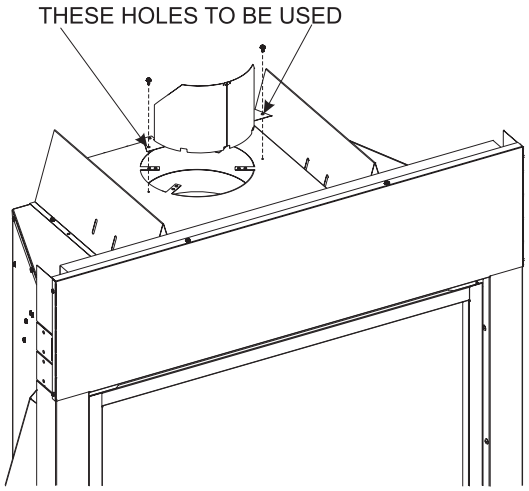

Figure 26 (vent pipe removed for clarity)
2. Attach to insulation box as shown in Figure 26.